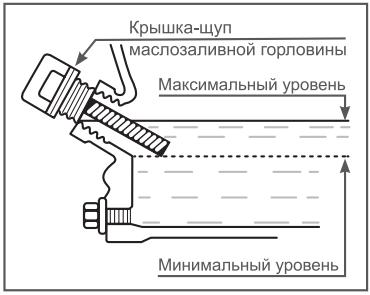

Рис. 12 Проверка уровня масла в картере
Максимальный уровень масла в картере соответствует нижней кромке заливного отверстия (Рис. 12).
4. Аккуратно извлеките щуп и осмотрите его. Уровень масла должен соответствовать верхней отметке на щупе. При недостаточном уровне масла в картере необходимо долить чистое масло до верхней отметки на щупе, что соответствует нижней кромке заливного отверстия (Рис. 12).